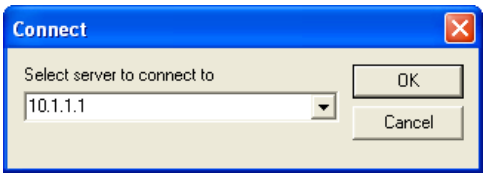

Figure 3-4 Connect to Server dialog
3. The Connection Manager will prompt for the Server with which to connect (figure 3-4). Enter the **IP address** of the active VMS Server and click the **OK** button.